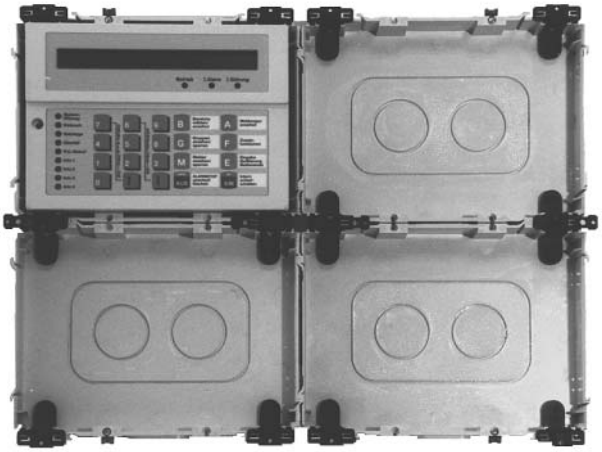

Figure 8: Operating unit after installation is completed
8.3 **Attach the top part of the housing.** To do this, attach the upper part to the hook on the right of the lower part and then close the housing. Figure 8 shows an operating unit after installation is completed.